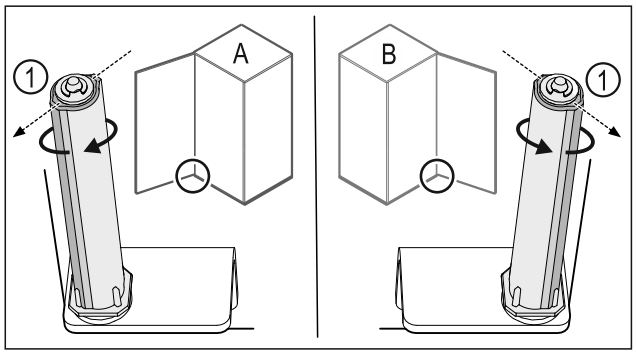

*Fig. 32 Opritorul din stânga (**A**) / opritorul din dreapta (**B**)*
▶ Rotiți sistemul de închidere până la rezistență, până când pragul sistemului de închidere *Fig. 32 (1)* este orientat spre exterior.